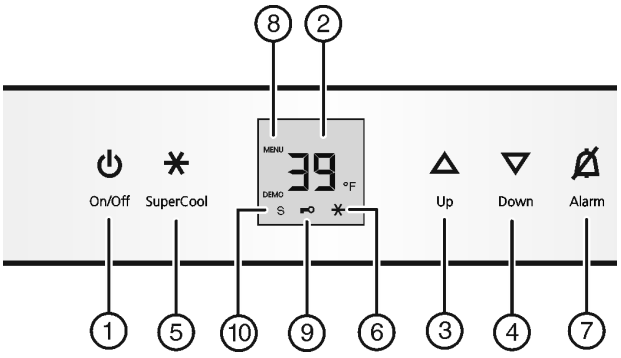

Fig. 3
▶ Appuyer sur la touche On/Off *Fig. 3 (1)*.
▶ Activer le mode de réglage : appuyer sur la touche SuperCool *Fig. 3 (5)* pendant env. 5 s.
▷ La touche SuperCool *Fig. 3 (5)* clignote.
▶ Régler le nombre de ° avec la touche de réglage Up *Fig. 3 (3)*/ Down *Fig. 3 (4)* .
▶ Confirmer : enfoncer brièvement la touche SuperCool *Fig. 3 (5)*.
▶ Sélectionner l'affichage en °F ou °C avec la touche de réglage Up *Fig. 3 (3)* ou Down *Fig. 3 (4)*.
▶ Quitter le mode de réglage: Appuyer sur la touche On/Off *Fig. 3 (1)*.
▶ Activer le mode de réglage : appuyer env. 5 sec. sur la touche SuperCool *Fig. 3 (5)*.
▷ Le symbole Menu *Fig. 3 (8)* est allumé.
▶ A l'aide de la touche de réglage Up *Fig. 3 (3)* et touche de réglage Down *Fig. 3 (4)*, sélectionner **c**.
▶ Pour confirmer, appuyer brièvement sur la touche SuperCool *Fig. 3 (5)*.
▶ appuyer brièvement sur la touche SuperCool *Fig. 3 (5)* pour activer la sécurité enfants.
▷ Le symbole Sécurité enfants *Fig. 3 (9)* est allumé. L'affichage **c** clignote.
▶ appuyer brièvement sur la touche SuperCool *Fig. 3 (5)* pour désactiver la sécurité enfants.
▷ Le symbole Sécurité enfants *Fig. 3 (9)* s'éteint. L'affichage **c** clignote.
▶ Désactiver le mode de réglage : appuyer sur la touche On/Off *Fig. 3 (1)*.
▶ Appuyer sur la touche Alarme *Fig. 3 (7)*.
▶ Activer le mode de réglage : appuyer env. 5 secondes sur la touche SuperCool *Fig. 3 (5)*.
▶ Pour appeler la fonction Mode Sabbat, appuyer brièvement sur la touche SuperCool *Fig. 3 (5)*.
▶ **Pour activer** le mode Sabbat, appuyer brièvement sur la touche SuperCool *Fig. 3 (5)*.
▶ **Pour désactiver** le mode Sabbat, appuyer brièvement sur la touche SuperCool *Fig. 3 (5)*.
▷ L'affichage de la température indique le symbole mode Sabbat tant que le mode Sabbat *Fig. 3 (10)* est activé.